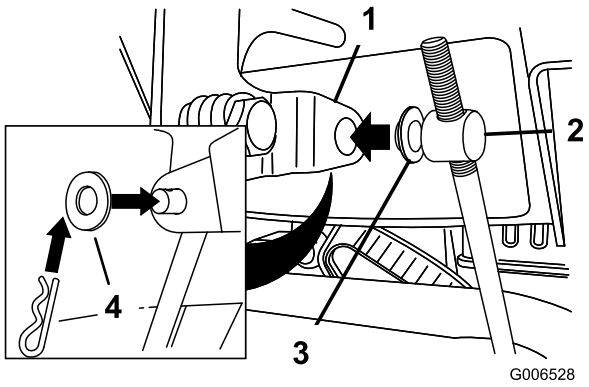

Figur 11
3. Fjern låseclipsen og den ydre skive fra drejetappen på den øverste ende af hastighedskontrolstangen (Figur 11).
Bemærk: Lad den flade skive sidde på drejetappen for at lette monteringen (Figur 11).
6. Løft hastighedskontrolstangen, og sæt drejetappen ind i åbningen i hastighedsvælgerstangen (Figur 11).
B. Tag drejetappen af hastighedsvælgerstangen (Figur 11).
C. Drej drejetappen nedad (med uret) på hastighedskontrolstangen (Figur 11).
D. Sæt drejetappen på hastighedsvælgerstangen (Figur 11).